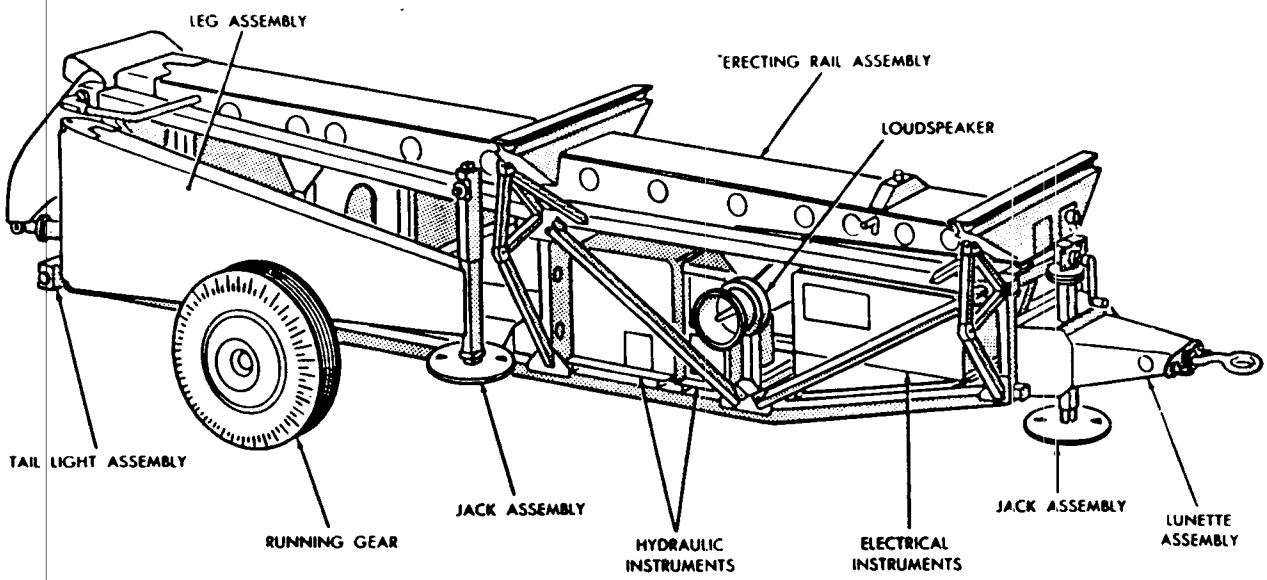

*Figure 229. Launcher in traveling position.*
*b. Emplacing Launcher* (figs. 229 and 230).